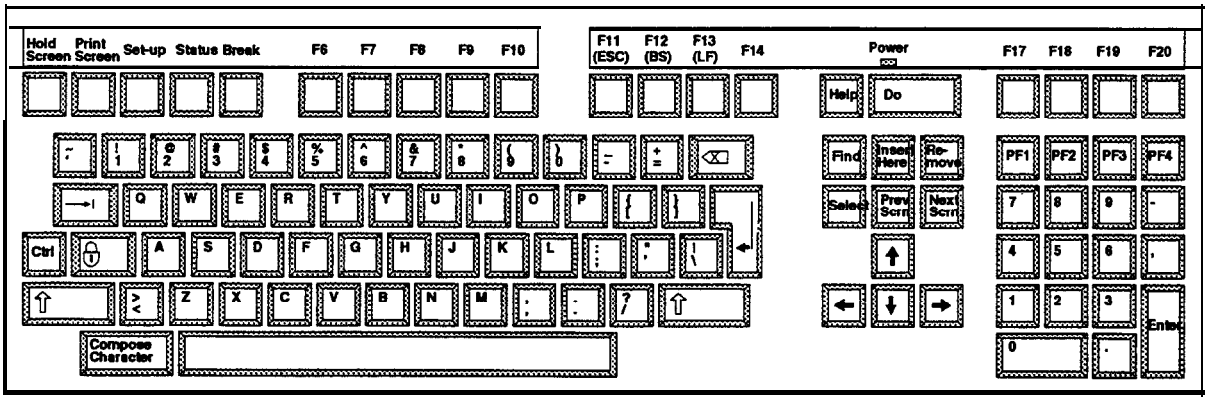

Figure 4-6. UNISYS Keyboard
The keyboard used with most display terminals for the Compaq 4500 enhanced file server are shown in Figure 4-6. Your keyboard layout may be slightly different, especially if you are using a personal computer (PC) and a modem to connect to the Compaq 4500. You will notice that the keyboard layout is very similar to the standard typewriter keyboard. The alphabetic and numeric keys are most generally used for data entry, selection of menu options, and in limited cases, other specialized operations that will be described on the screen when they are encountered. Figure 4-7 gives a summary of the specialized key functions.